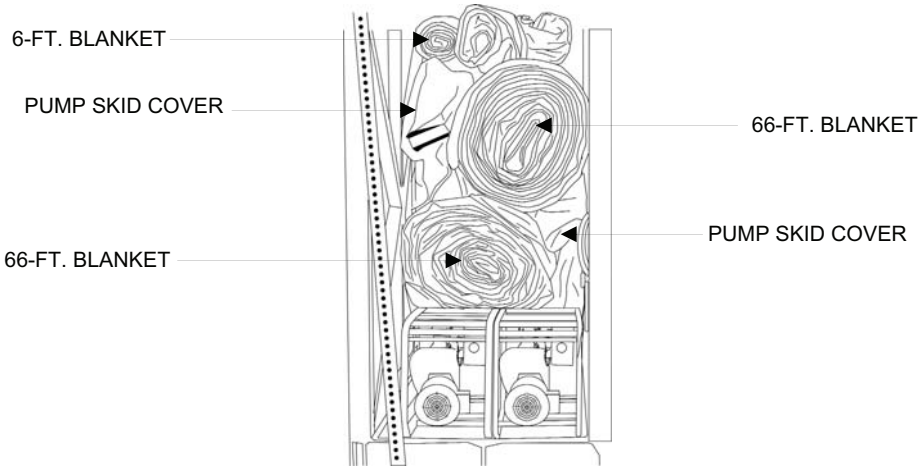

Figure 14. Operator Station Packout 4.
12. Stack the following items on top of the BII box (Figure 14)